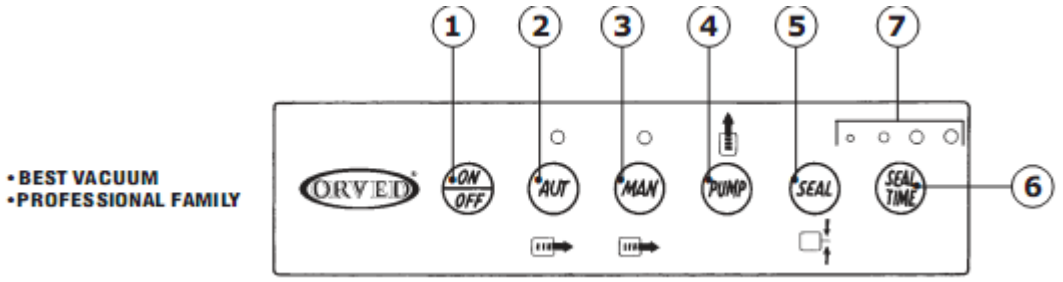

Рис. 1
Всегда вынимайте провод машины из розетки, держась за вилку; никогда не выдергивайте провод (см. Рис.1).
Fig./Abb. 1
7) Поверните регулятор (2) «НАСОС» (PUMP) в положение «ВКЛ» (ON) или установите переключатель (3) «БАНКИ» (JARS) и плотно прижмите крышку (Рис.1), пока в контейнере не